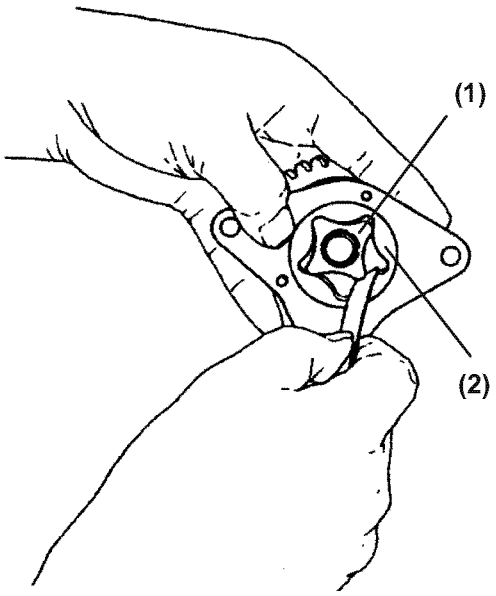

Figure 9-18
Inspect the tip clearance between the outer and inner rotors. To inspect this, insert a feeler gauge between the inner rotor tooth tip **(Figure 9-18, (1))** and the outer rotor tooth tip **(Figure 9-18, (2))**, and measure the clearance.